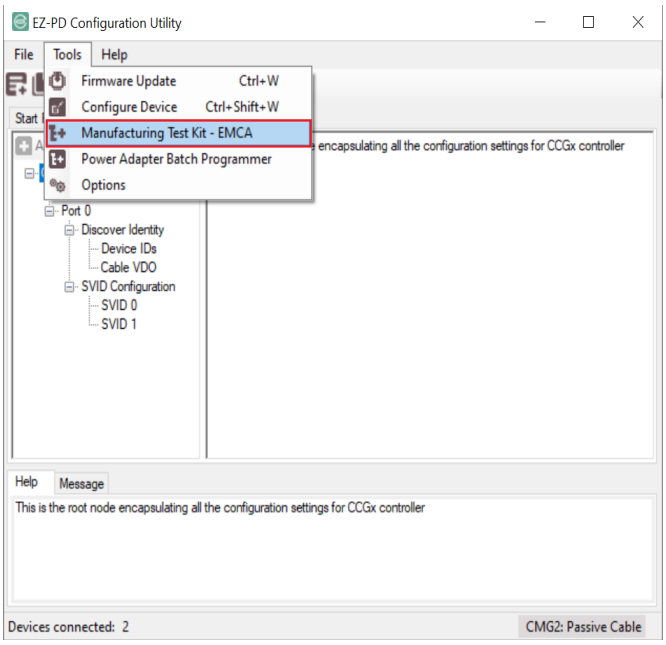

**Figure 27 Opening the Manufacturing Test Kit Tab in EZ-PD Configuration Utility**
- If re-launching the EZ-PD™ Configuration Utility, click **File** > **Open**, load the previously saved CMG2-based passive EMCA cable configuration file in XML format, and then select **Tools** > **Manufacturing Test Kit Tab** as own in Figure 27.